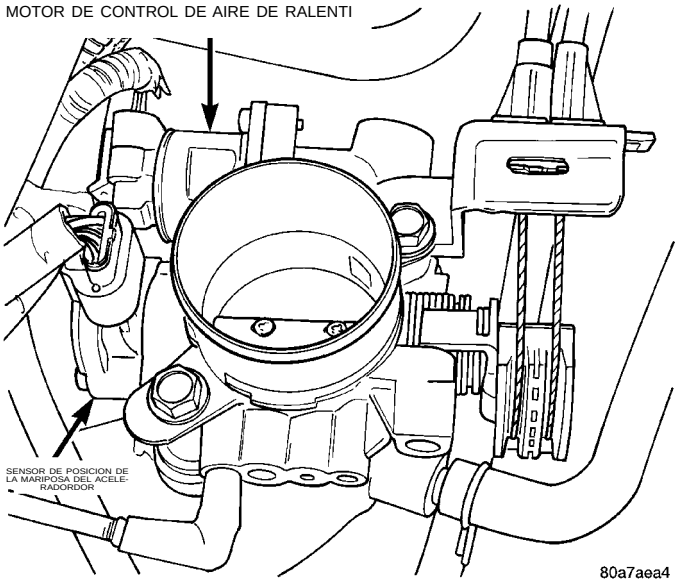

Fig. 33 Cable de la mariposa del acelerador— Transmisión automática
(4) Verifique que el cable de la mariposa del acelerador funcione libremente (Fig. 33).